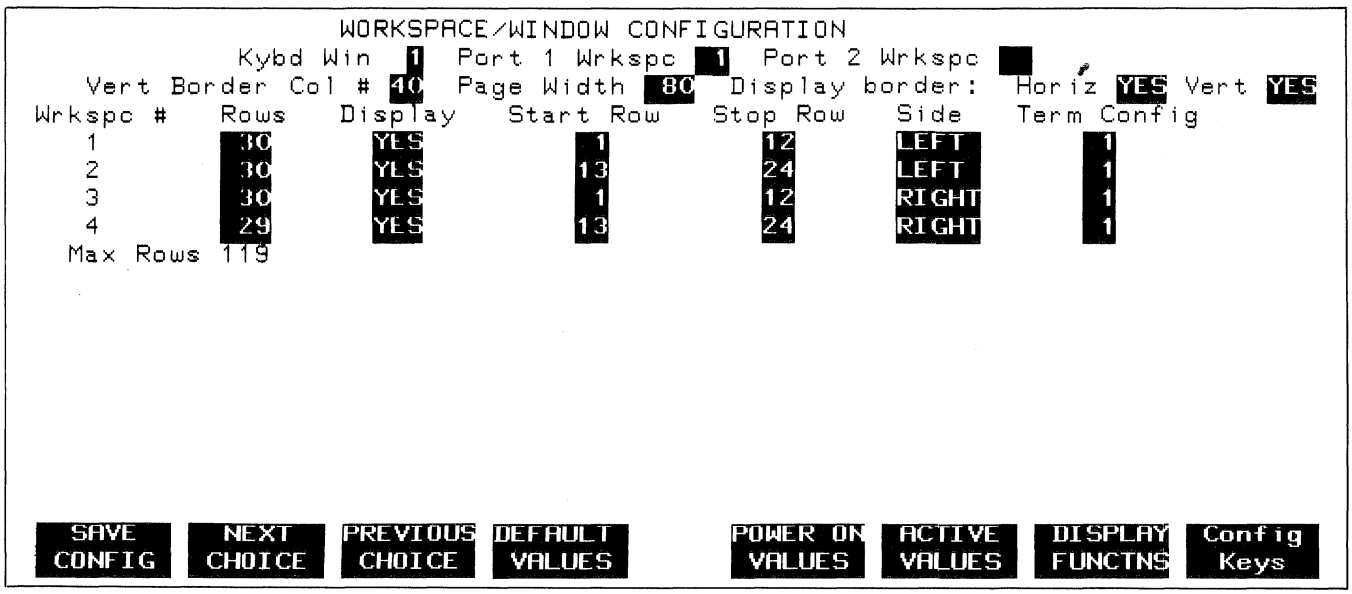

Figure 2-6. Completed Menu
9. All of the fields in the menu are now set to the desired values as illustrated in figure 2-6. Like the